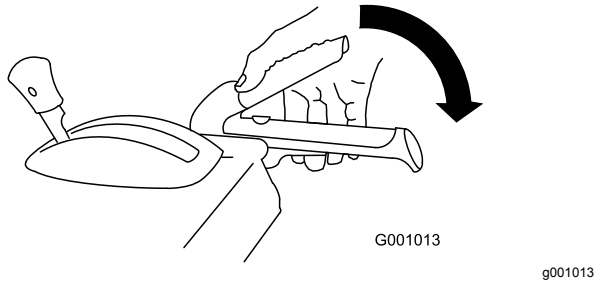

Figur 20
1. Pressa ned det högra reglaget (matarskruvs-/impellerreglaget) till handtaget för att koppla in matarskruvs-/impellerdrivningen (Figur 20).